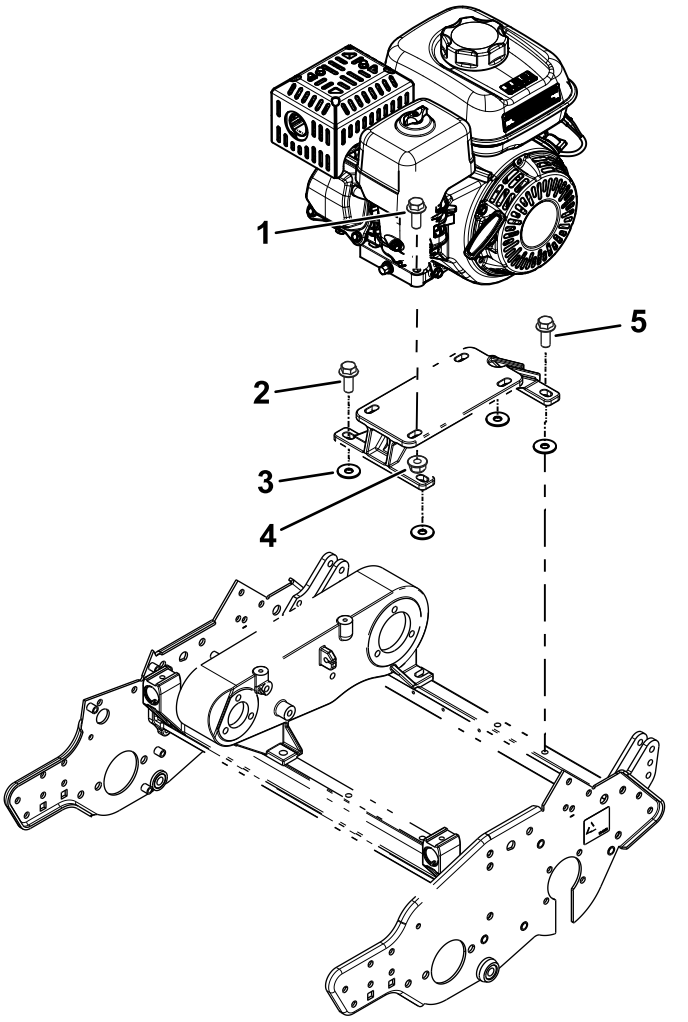

Figure 4
3. Fixez le support de montage du moteur sur la machine à l'aide des boulons retirés précédemment et des 4 rondelles (3/8" x 1⅛"), comme montré à la Figure 4.
Vissez légèrement le boulon de fixation arrière gauche du moteur (montré à la Figure 4).
4. Fixez le moteur sur son support de montage à l'aide des boulons et écrous retirés précédemment (Figure 4).
8. Retirez le bouchon arrière gauche de la base du moteur (Figure 4) et utilisez-le pour fixer le collier en R et le câble d'accélérateur sur la base du moteur.
10. Serrez tous les boulons de fixation du moteur et du support du moteur (Figure 4).